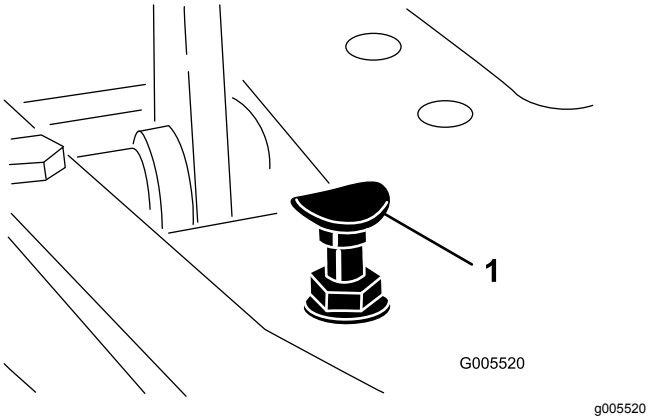

**Figuur 44**
Om de maximale transportsnelheid te verkrijgen, moet u de schakelhendel in de TRANSPORTSTAND zetten en het tractiepedaal intrappen. Als het pedaal contact maakt met de pedaalaanslag (Figuur 44) voordat u spanning op de kabel voelt, voer dan de volgende afstelprocedure uit:
1. Zet de schakelhendel in de TRANSPORTSTAND en draai de borgmoer los waarmee de pedaalaanslag is bevestigd aan de vloerplaat (Figuur 44).